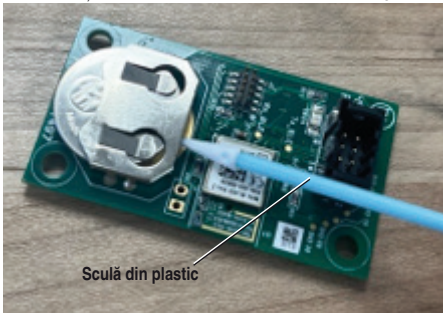

**Figura 4 – Scoaterea bateriei de pe placă**
4. Scoateți bateria tip pastilă (CR2032) de pe placa LED cu ajutorul unei scule din plastic neconductoare. Instalați o baterie tip pastilă (CR2032) nouă, cu polul pozitiv orientat în sus. Eliminați bateria uzată în mod corespunzător. *Vezi figura 4.*